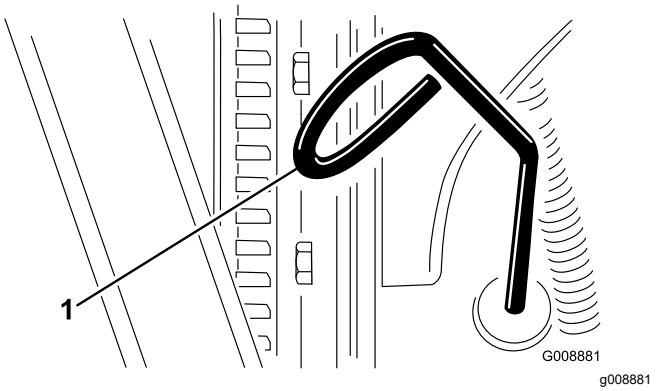

Figur 48
2. Ta ut peilestaven (Figur 48) og tørk den med en ren fille.